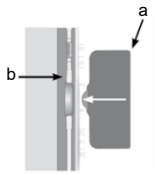

図 10
(2) アジャストメントディスクをバルブに押し付けると、意図する開放圧に変更される（図 10）。
(3) 設定変更後、開放圧確認装置を用いて再度、開放圧を確認する（前述(2)参照）。意図した圧と異なっていた場合は、前述(2)により再設定を行う。